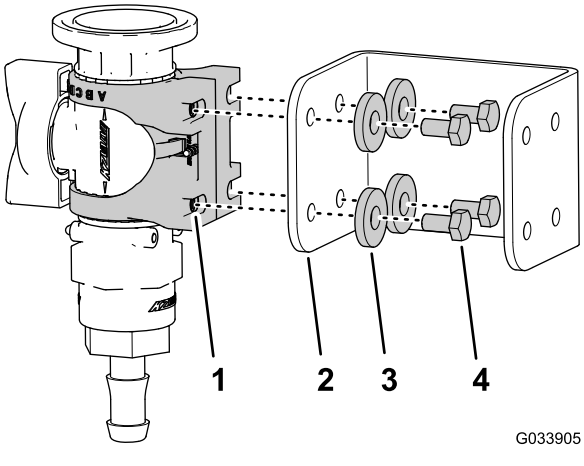

Rysunek 12
3. Zamontuj mocowanie zaworu do wspornika zaworu regulacyjnego (Rysunek 12) za pomocą 4 śrub (6 x 12 mm) i 4 podkładek płaskich; dokręć śruby z momentem od 10 do 12 N·m.